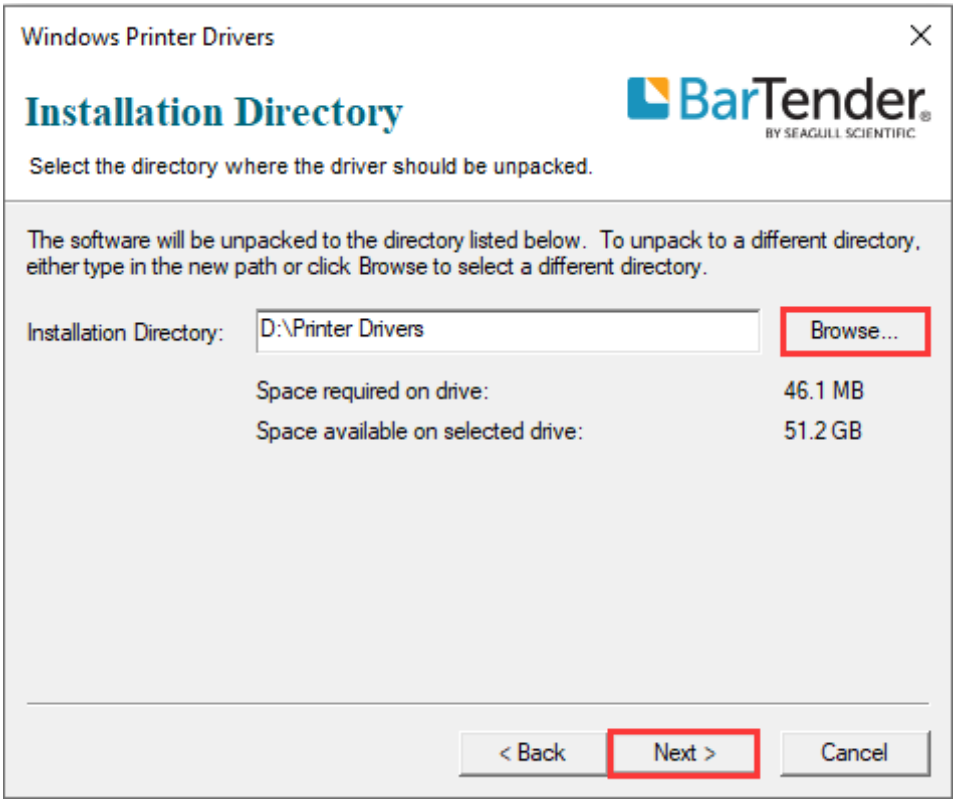

Figure 2-26 Installation Directory Screen
4. The "Installation Directory" screen displays. Click "Browse…" and select where the files will be installed, then click "Next", as shown in Figure 2-26.